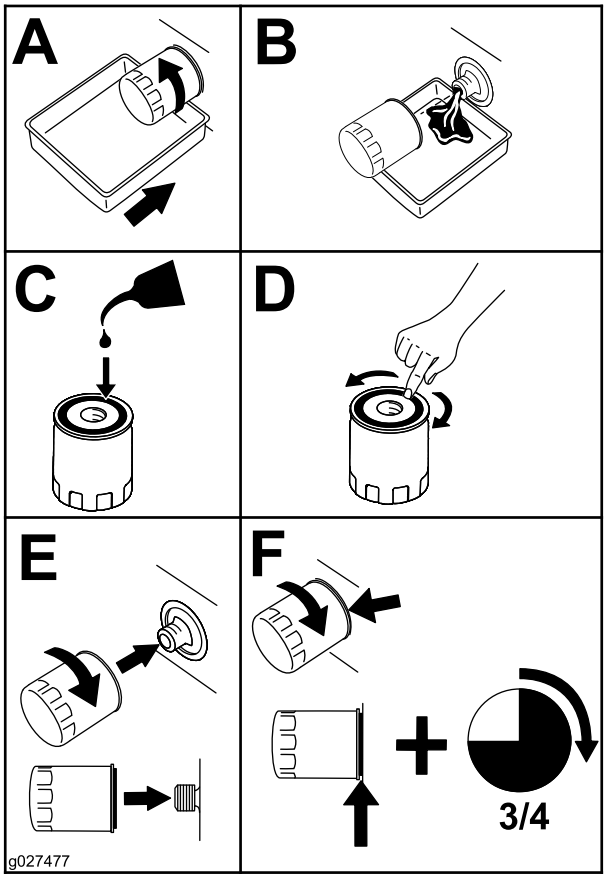

Figura 43
5. Sustituya el filtro de aceite del motor (Figura 43).